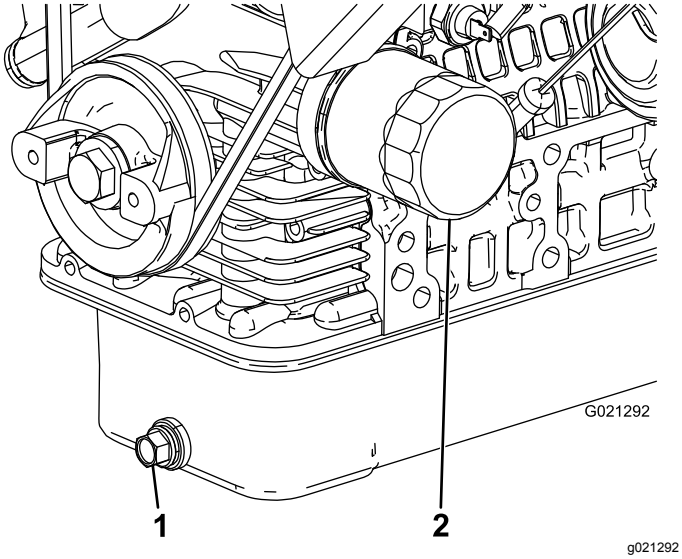

Figur 46
2. Fjern aftapningsproppen, og lad olien flyde over i aftapningsbeholderen (Figur 46).
4. Fjern oliefilteret (Figur 46).